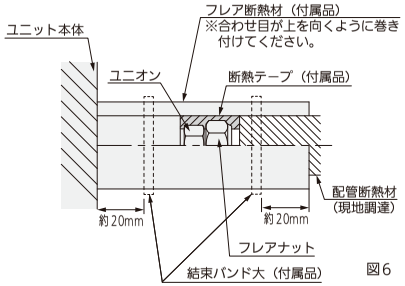

図 6
- 図 6 に従って液管・ガス管とも、断熱してください。フレアナット部に断熱テープ（付属品）を巻き付けてください。配管接続部にはフレア断熱材（付属品）を隙間がないように巻き付け、結束バンド（付属品）で締め付けてください。結束バンドの余分な部分は切断してください。